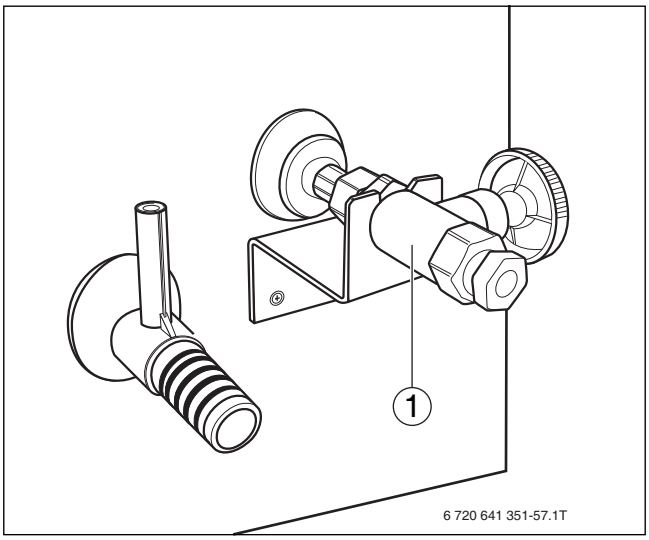

Bild 28 Öl-Absperrventil
▶ Ölschlauch mit der Dichtung am Öl-Absperrventil (→ Bild 28, [1]) montieren.